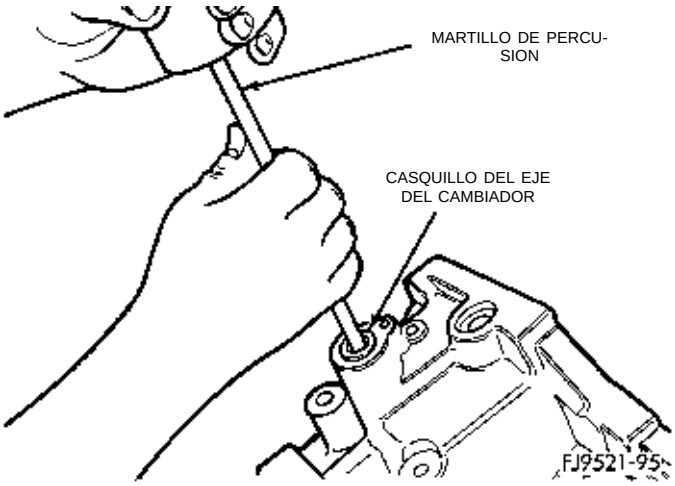

Fig. 137 Desmontaje del casquillo del eje de cruce
(1) Instale el martillo de percusión Nº 3752 a través del casquillo de cruce.
(2) Enrosque la tuerca y la arandela en el martillo de percusión.
(3) Mediante el martillo de percusión, retire el casquillo del eje de cruce (Fig. 137).